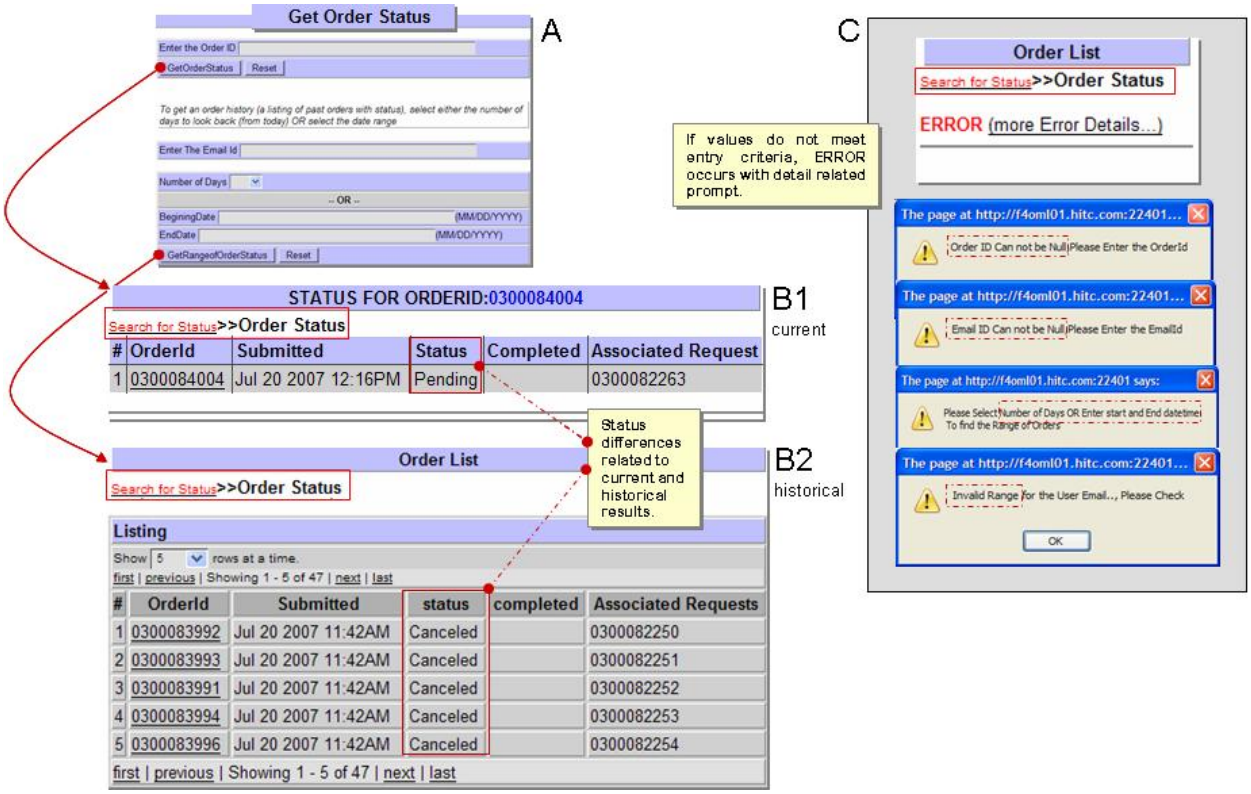

Figure 15.12-3. Order Status Pages (A-B2) and Error Prompts (C)
- The **STATUS FOR ORDERID:<OrderID>** page displays. (Figure 15.12-3, Frame B1 current)
4 Observe the detailed information listed in Figure 15.12-3, Frame B1 current. The Status fields display the most current activity or status of the order.
5 Using the navigation bar, click the **Search for Status** link to return to the **Get Order Status** page (Figure 15.12-3, Frame A).
- The Order List page displays a Listing of related historical status(es). (Figure 15.12-3, Frame B2 historical).
7 Using the navigation bar, click the **Search for Status** link to return to the **Get Order Status** page (Figure 15.12-3, Frame A).
NOTE: If the data criteria entered do not match any current or historical orders, an Order List, ERROR (more ERROR Details…) page will display (Figure 15.12-3, Frame C). Click on the **more ERROR Displays…** link to review any one of the following associated error prompts: